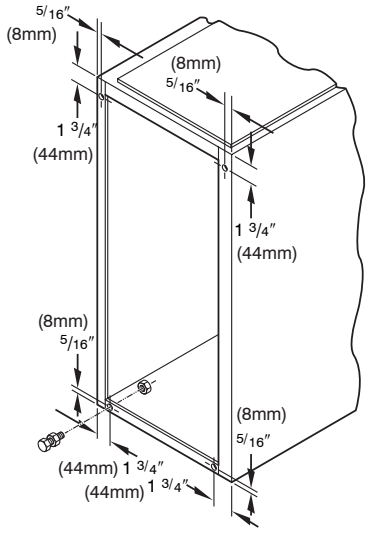

Fig. 20 - Leveling Legs
When furnace is used in upflow position with side inlet(s), leveling legs may be desired. (See Fig. 20.) Install field-supplied, corrosion-resistant 5/16-in. (8 mm) machine bolts and nuts.
1. Position furnace on its back. Locate and drill a 5/16–in.(8 mm) diameter hole in each bottom corner of furnace. (See Fig. 20.) Holes in bottom closure panel may be used as guide locations.